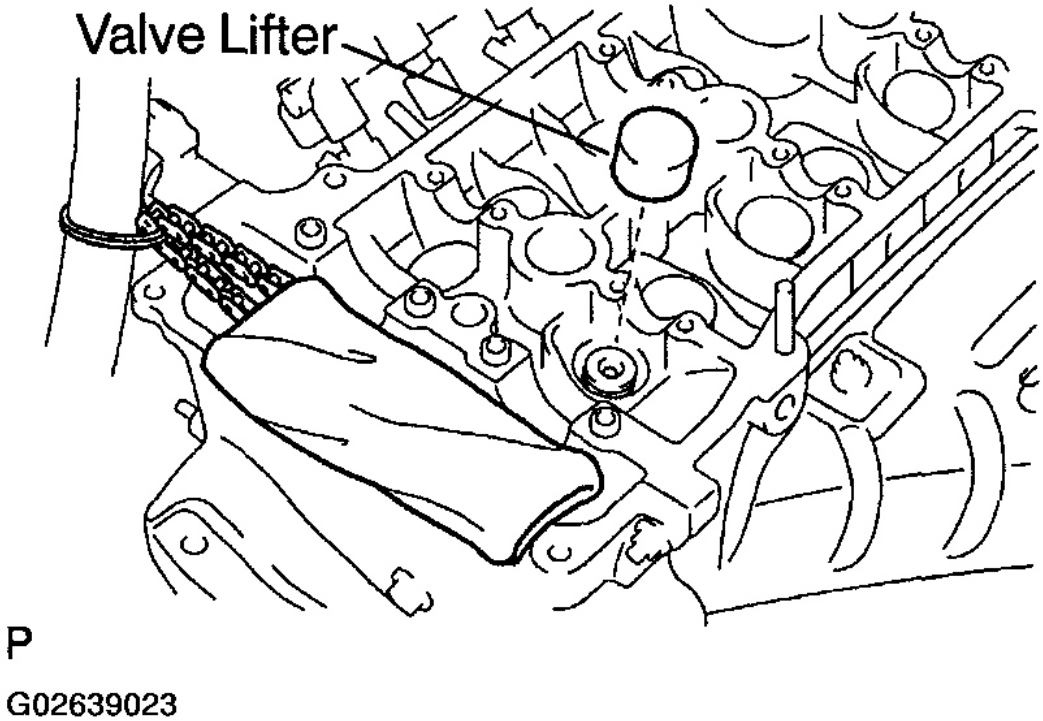

Fig. 13: Tie-Up Timing Chain
m. Tie the timing chain as shown, see **Fig. 13**.